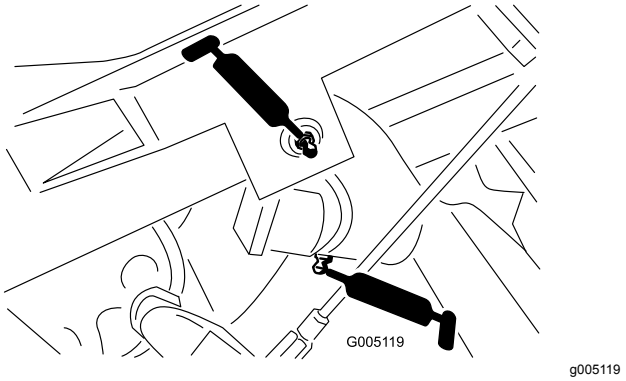

Figur 29
- Løftearmstapp (3) og svinghengsel (3) (Figur 29)